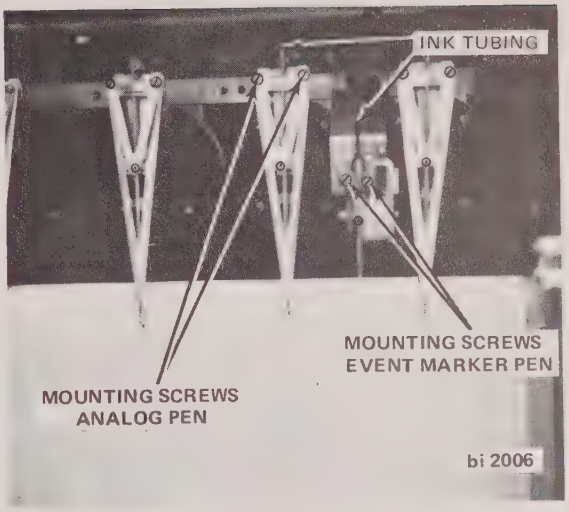

FIGURE 6-11 PEN REPLACEMENT
4. Loosen two screws (do not remove) which secure pen to drive arm and carefully slide pen off in downward or forward motion. (Figure 6-11).
4. Loosen adjustment screw and two screws which secure pen to arm, and carefully slide pen off in downward motion. (Figure 6-11).